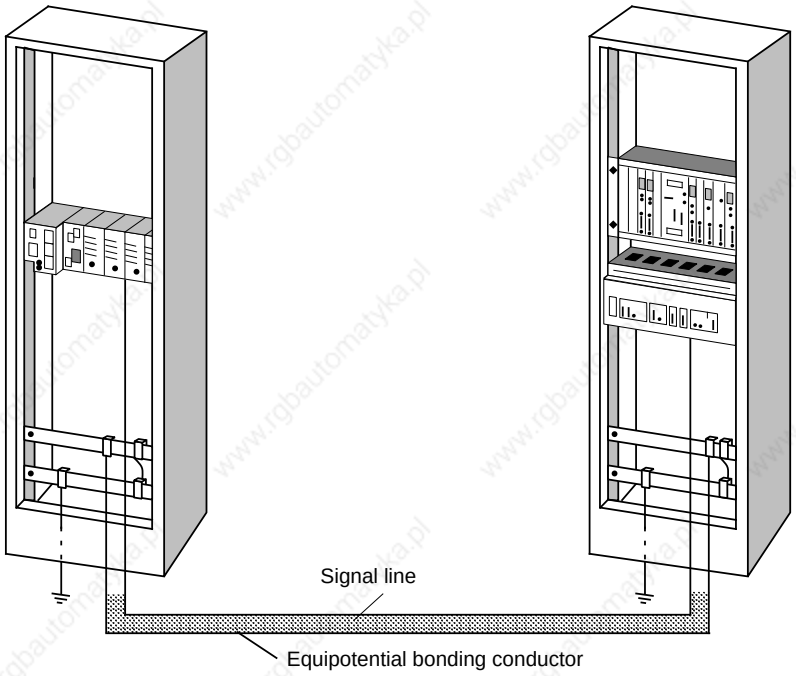

**Figure 3-25. Laying Equipotential Bonding Conductor and Signal Cable**
- The equipotential bonding conductor should be laid in such a way as to achieve a relatively small contact area between equipotential bonding conductor and signal cables (see Figure 3-25).